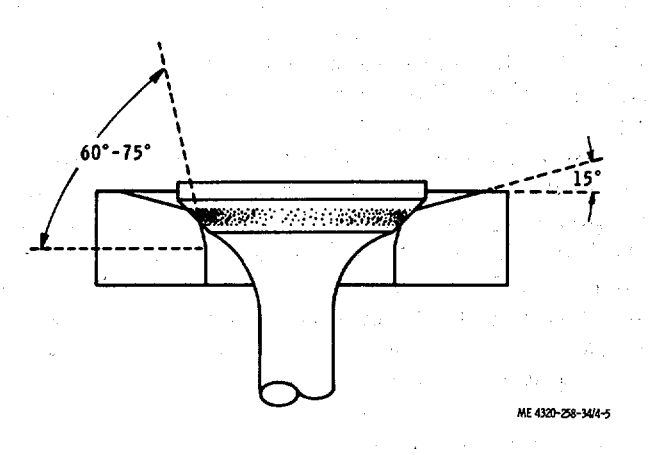

Figure 4-5. Narrowing valve seat.
(9) Grind the valve seats. The seat angle of the intake valves is 30°. The seat angle of the exhaust valve is 45°. Use a dial indicator to check the valve seat for runout. The total indicator reading must not exceed 0.002 inch. Clean the valve seat and surrounding area thoroughly after grinding.
(10) After the valves and seats have been refaced and reground, coat the seat lightly with Prussian blue 'and drop the valve into place, oscillating it slightly to transfer the blue pattern to the valve face. This should show a contact width of 1/ 16 to 3/ 32 inch, and should fall well within the width of the valve face, leaving at least 1 / 64 inch on either side of the contact area. If the contact area is greater than 3 / 32 inch, narrow the contact area by grinding the outside diameter of the seal with a 15° stone or by grinding the inside diameter of the seat with a 60° or 75° stone (fig. 4-5). After the seat area is corrected, touch the seat lightly with the original grinding stone to remove the burred or feathered edge.